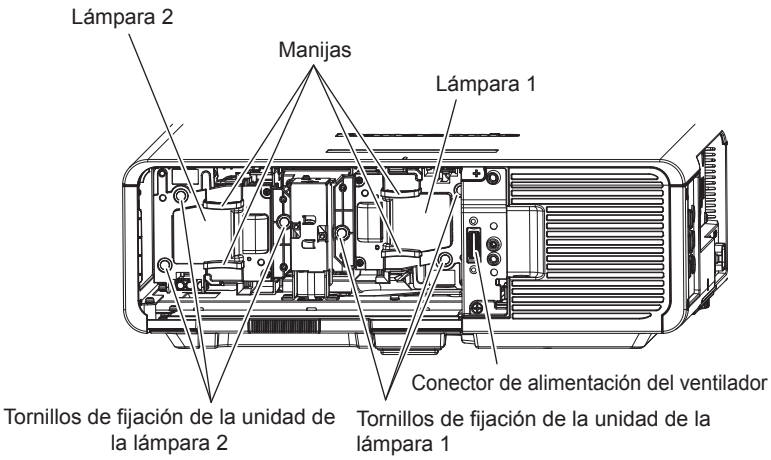

Figura 2
**3) Quite la lámpara. (Figura 2)**